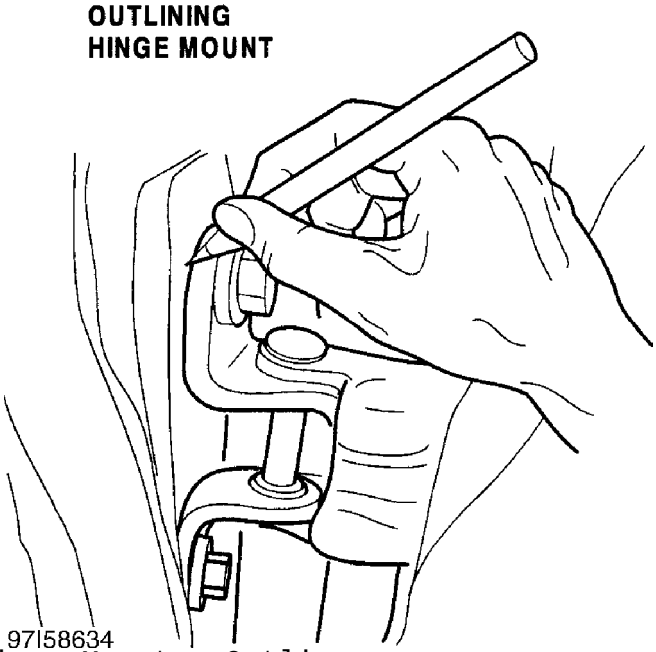

Fig. 3: Hinge Mount - Outline
* As a guideline, if the weather-strip contact is insufficient, the door hinge(s) should be adjusted 2-4 mm inward. Determine the amount of movement by outlining the hinge mount area before door adjustment and after. See Fig. 3.